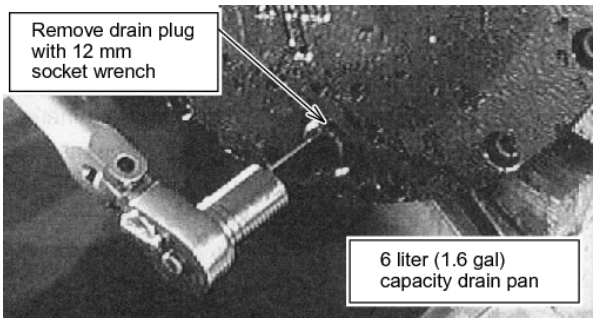

Fig. 8-4
5. Place a clean 6 liter (1.6 Gal) capacity drain pan under each travel motor drain plug and remove drain plug using the 12 mm socket head wrench. See Fig. 8-4.